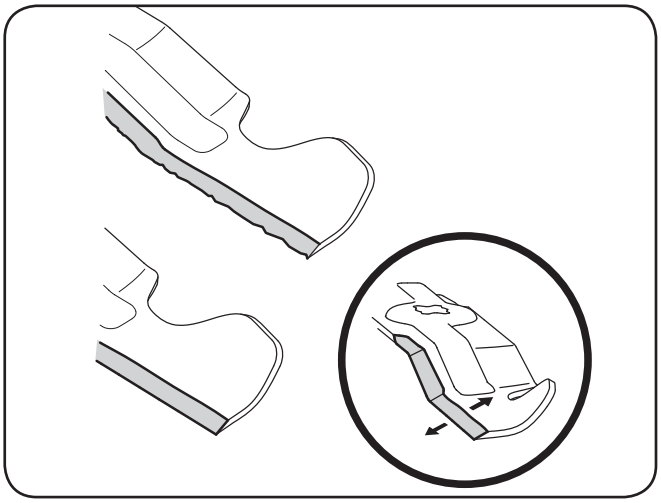

Figure 7-8
4. Pour aiguiser les lames, la même quantité de métal des deux extrémités des lames sur le côté tranchant. Aiguisez le bord tranchant sur toute sa longueur, parallèlement au bord arrière, soit à un angle de 25° à 30°. Voir la Figure 7-8.